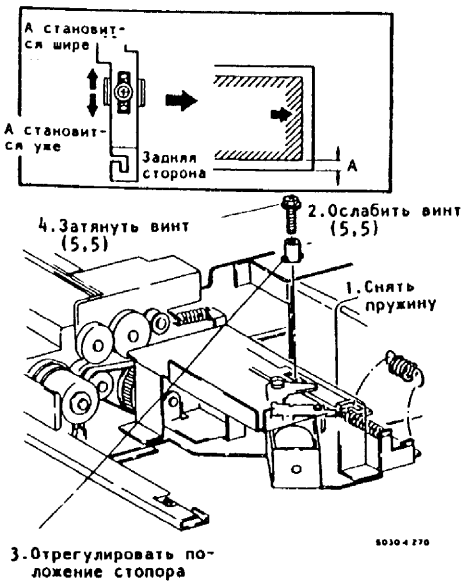

Рис.1. Регулировка боковой регистрации в дуплексном модуле
3. (Рис.1): Отрегулировать боковую регистрацию.